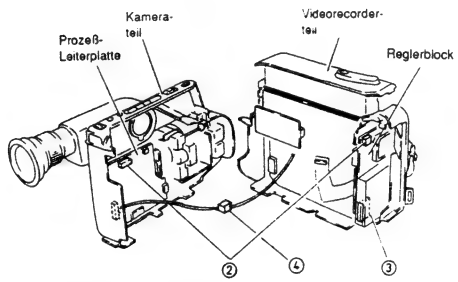

Abb. 2-23
2) Zwei (2) Stecker (CN515, CN903) auf dem Reglerblock und der Prozeß-Leiterplatte abtrennen (siehe Abb. 2-23).
3) Ein (1) Flachkabel (CN1216) von dem Reglerblock abtrennen.